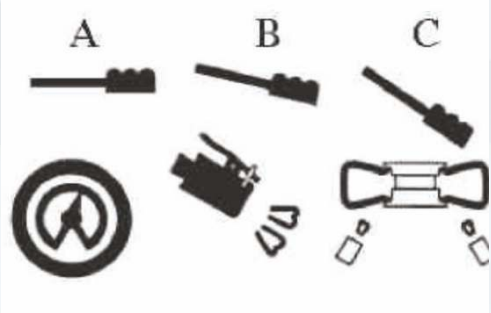

Рисунок 22
• Выжмите педаль накачки до средней позиции B (Рисунок 22)
• *Педаль накачки переведите в среднюю позицию B (Рисунок 22) и продолжайте нака-*